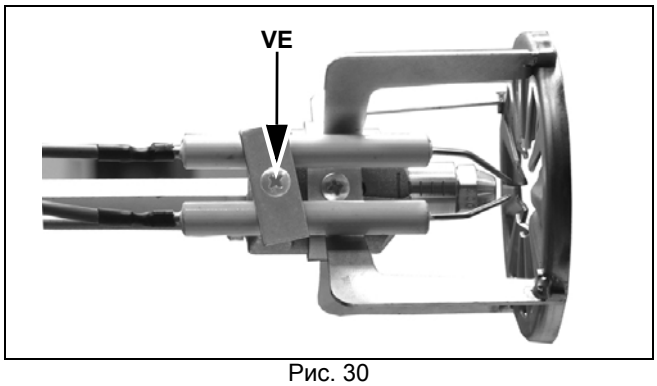
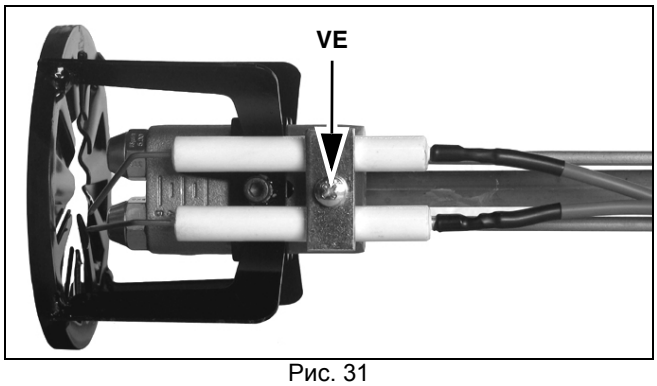

Рис. 30
Рис. 31
- Отвинтить винт VE и снять электроды с опоры (Рис. 30, Рис. 31).